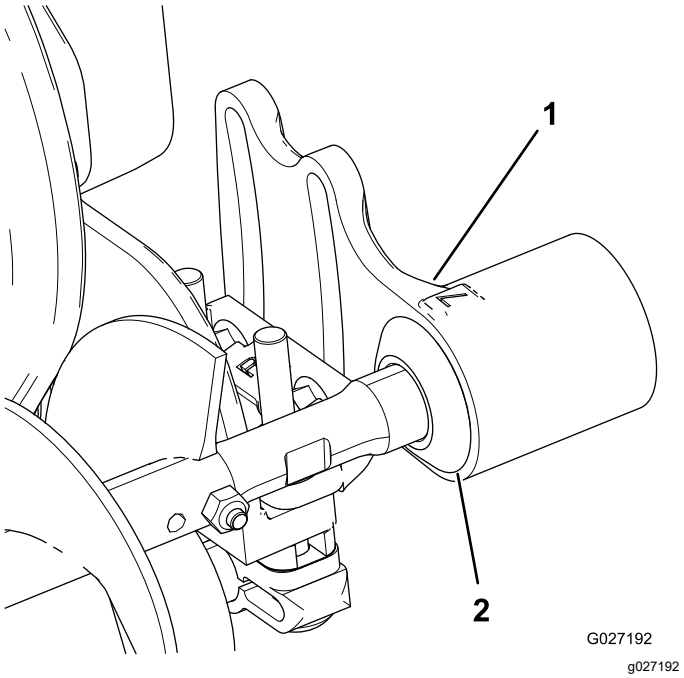

Рисунок 10
1. Сдвиньте все защитные уплотнения наружу так, чтобы манжетные уплотнения слегка касались каждого корпуса подшипника (Рисунок 10).